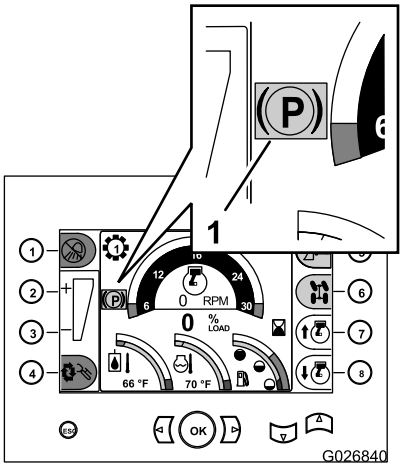

Figura 12
Nota: O indicador vermelho do freio de estacionamento será exibido no painel da central de comando (Figura 12).
- Se você parar a máquina sem acionar o freio de estacionamento, a máquina irá acioná-lo e o indicador amarelo do freio de acionamento surgirá no painel da central de comando (Figura 12).